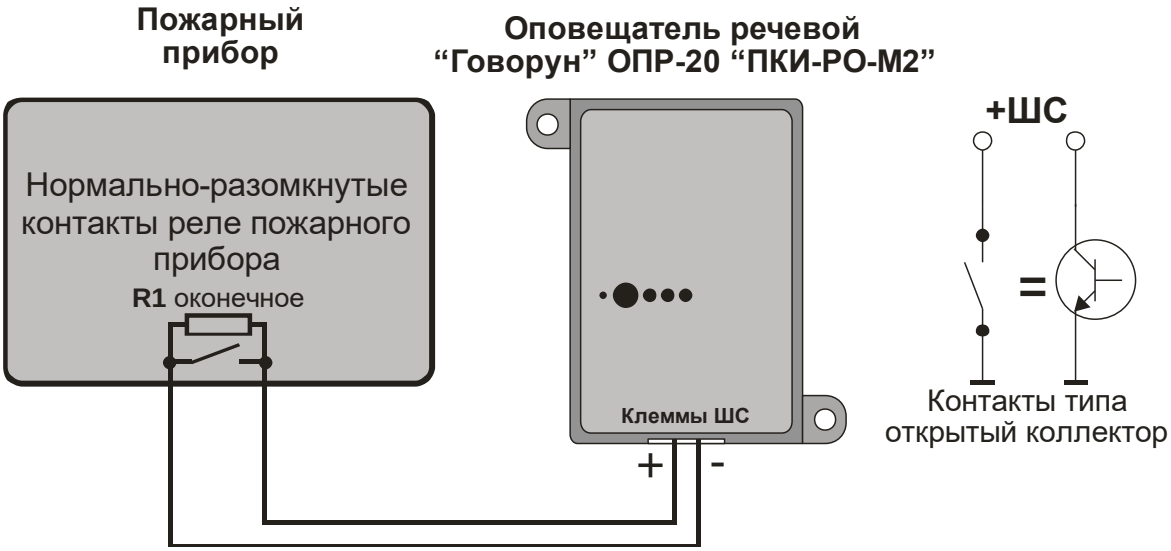
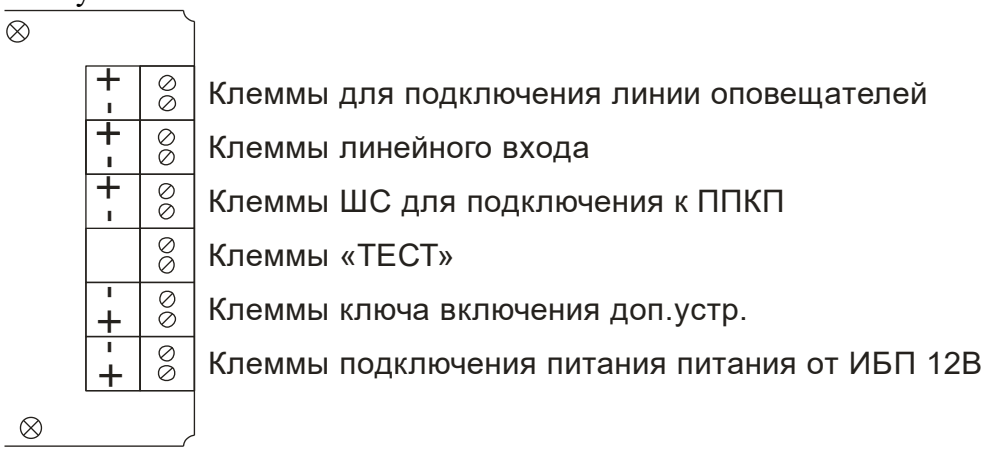

Рис. 4 Схема подключения шлейфа сигнализации ШС к ППКП
Рис. 8 Расположение и полярность соединительных клемм на плате оповещателя
4. Снять верхнюю крышку прибора и подключить соединительные линии ШС и оповещателей согласно рис. 8 раздела 8 настоящей инструкции. Собрать схему подключения ШС к ППКП согласно рис. 4 раздела 5, используя комплектный резистор 1К (подключается непосредственно к контактам ППКП) и нормально-разомкнутые контакты реле ППКП (замыкаются, когда прибор формирует команду Пожар на исполнительные устройства). Подключить дополнительные устройства к клеммам «КЛЮЧ» оповещателя согласно рис.3 раздела 5 настоящей инструкции. Оконечный резистор рекомендуется устанавливать вместе с ШС в нормально-разомкнутые контакты ППКП.